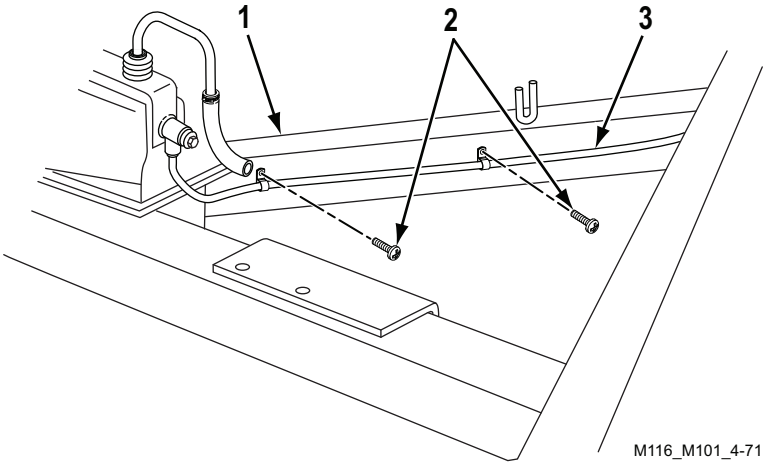

Figure 13. Hydraulic Line to Drawbar Installation.
5. Install hydraulic line (Figure 13, Item 3) on curbside drawbar (Figure 13, Item 1) with two screws (Figure 13, Item 2).